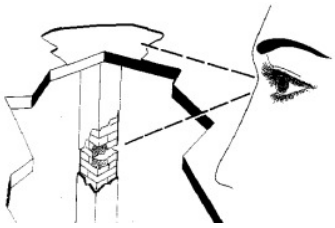

fig. 5.8
13. The flooring should be sufficiently level and capable of supporting the Bubbler and Cabinet (*fig. 5.8*). See packing list for weight details.